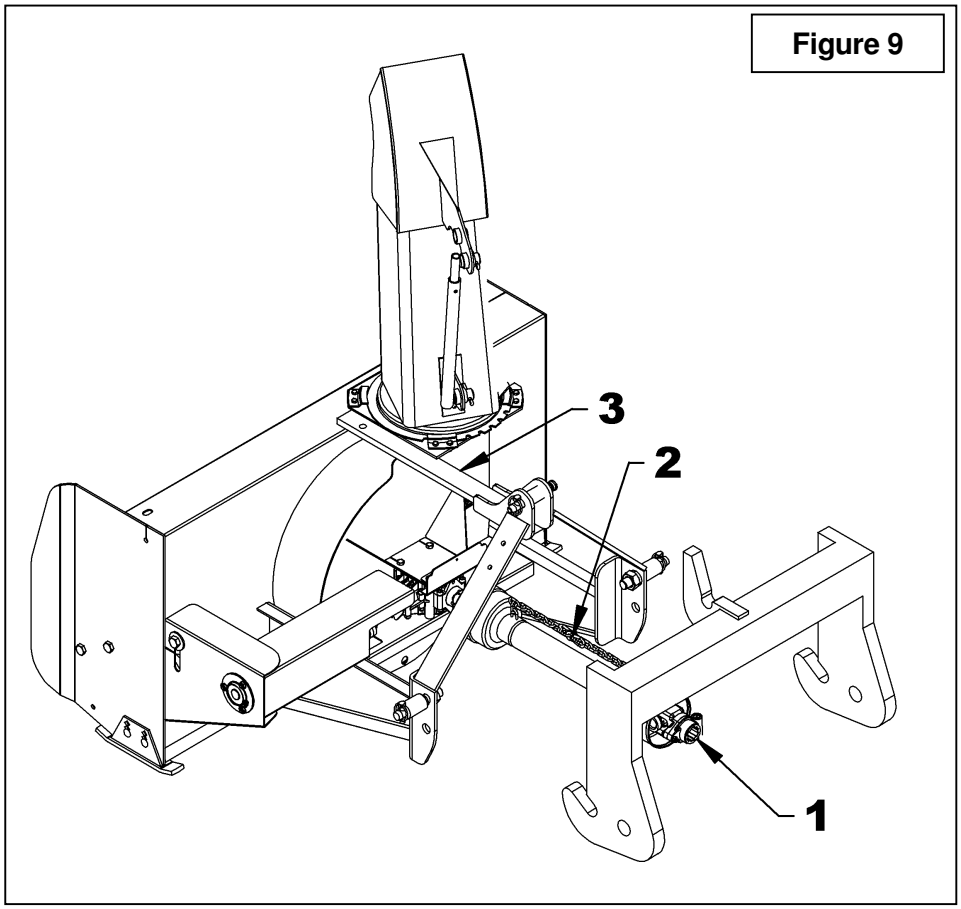

Figure 9
3. **Figure 9:** Détacher l'arbre à cardan du tracteur (item 1) et attacher la chaîne de sureté (item 2) autour du fer plat de l'attache supérieure de l'attache trois points (item 3).
4. **Figure 9:** Reculer le tracteur lentement pour dégager l'attache rapide de la souffleuse.